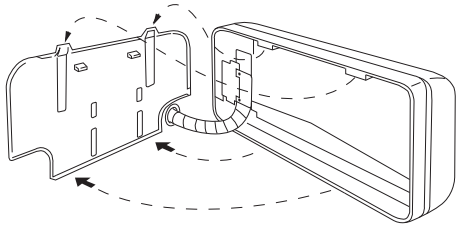
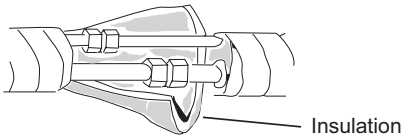

Fig. 2-229
Fig. 2-230
(2) Push the wiring, refrigerant tubing, and drain hose through the hole in the wall. Adjust the indoor unit so it is securely seated on the rear panel. (Fig. 2-229)
(3) Carefully bend the tubing (if necessary) to run along the wall in the direction of the outdoor unit and then tape as far as the fittings. The drain hose should come straight down the wall to a point where water runoff won't stain the wall.
(4) Connect the refrigerant tubing to the outdoor unit. (After performing a leak test on the connecting part, insulate it with the tubing insulation.) (Fig. 2-230)
(5) Assemble the refrigerant tubing, drain hose, and inter-unit wiring as shown in Fig. 2-230.